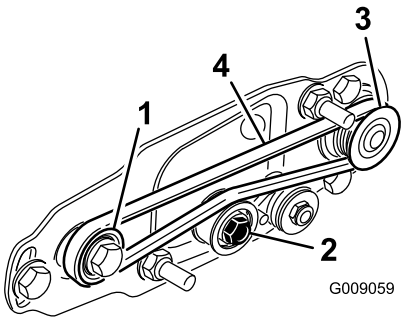

Figure 25
- Loop the belt around the **driven** pulley and then over the top of the idler pulley (Figure 25).
- Start the belt on the **drive** pulley (Figure 25).